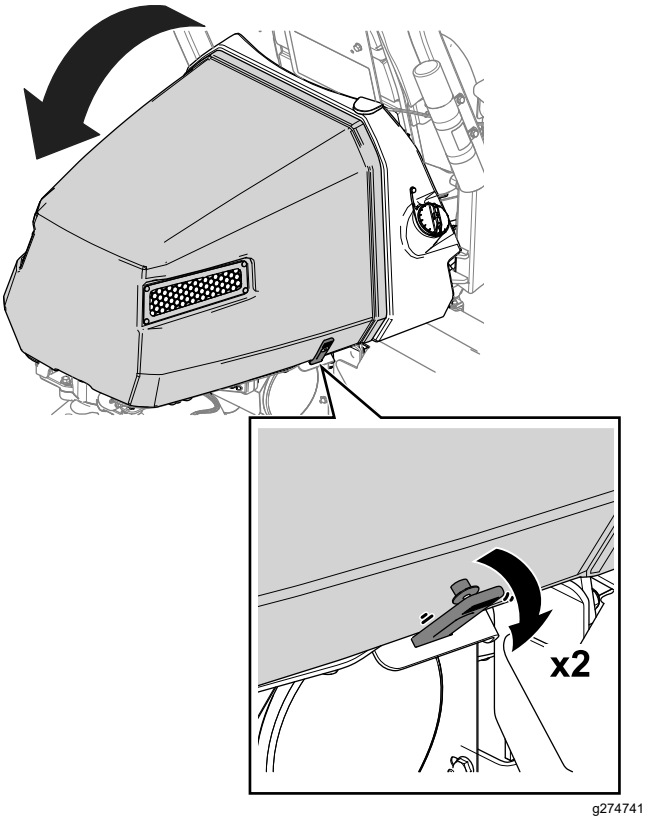

Figur 45
1. Lossa remmarna på motorhuvens båda sidor (Figur 45).
2. Lyft motorhuven (Figur 45).